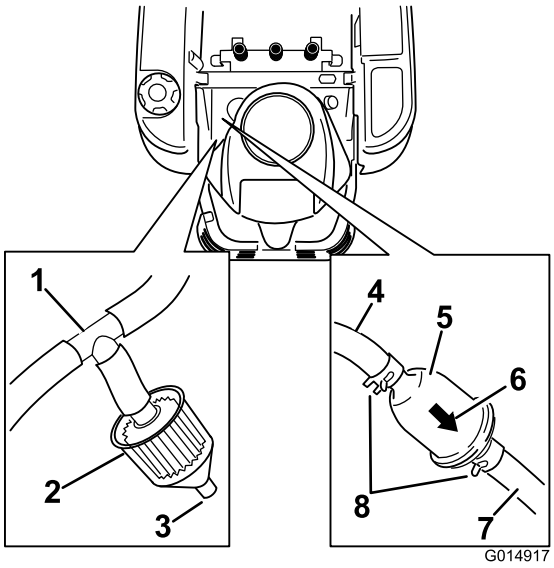

**Figur 43**
3. Løft setet og finn drivstoffiltrene som vist i Figur 43.
4. Klem sammen endene på slangeklemmene, og skyv dem bort fra filteret (Figur 43).
6. Monter et nytt filter med gjennomstrømningsretningen pekende fra drivstofftanken og mot motoren. Flytt slangeklemmene nær filteret (Figur 43) for å låse det på plass.
Noen maskiner er utstyrt med et utslippsfilter (Figur 43) koblet til et T-stykke på lufteåpningen som kommer fra drivstofftanken. Filteret har en åpen port. Filteret må kontrolleres regelmessig. Skift ut filteret hvis det er skittent eller tett.